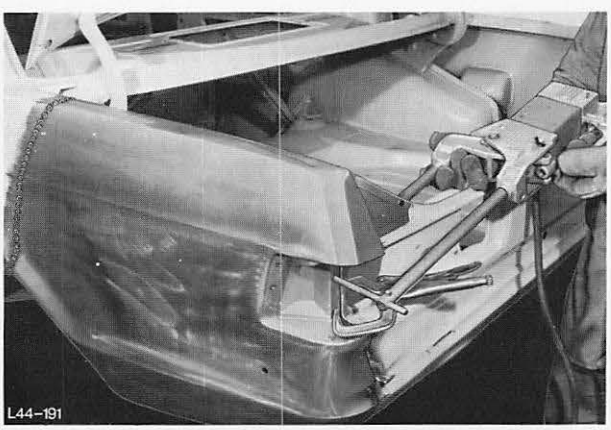

Abb. 188 Neuteil am Rückwandblech punktschweißen
18. Seitenwand – Teileinsatz an Radhaus und Rückwandblech anpunkten, Abb. 188.